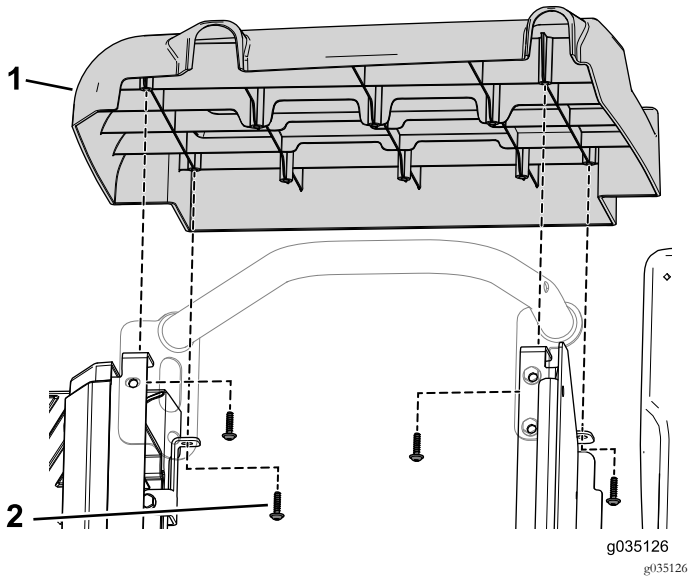

Figure 94
5. Utilisez les 8 vis autotaraudeuses (3/32" x 7/8") pour fixer les panneaux latéraux gauche et droit du kit au socle de siège avant (Figure 94).